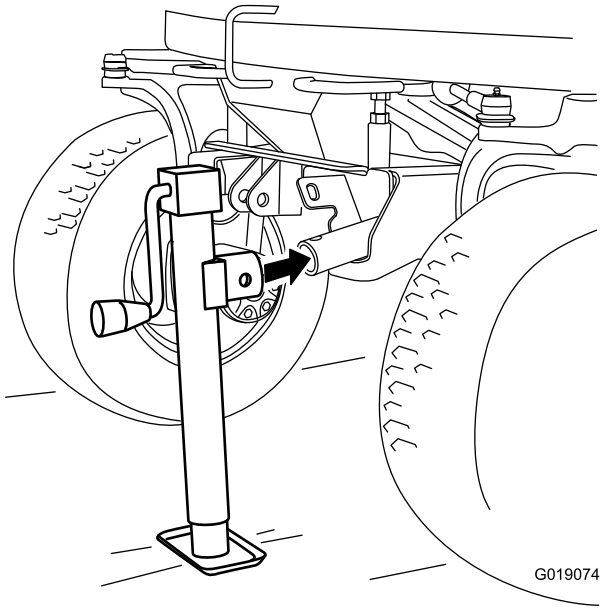

図 6
2. ジャッキのハブを、ジャッキブラケットのハブに取り付ける（図 6）。